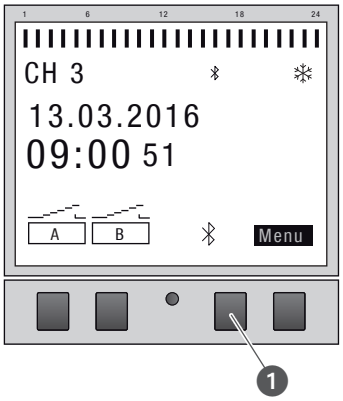

Fig. 22: Stabilire una connessione Bluetooth all'estensione di canale.
6. Premere il tasto Bluetooth (Fig. 22/❶) sull'estensione di canale.